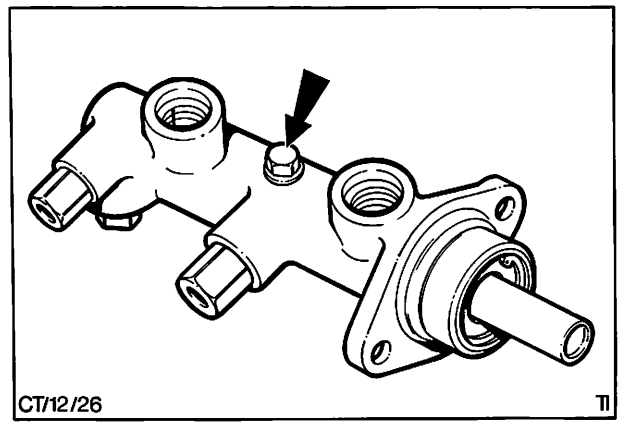

Abb. 58 Kolbenanschlagschraube
4. Anschlagschraube im Oberteil des Hauptzylinders herausdrehen, Abb. 58.